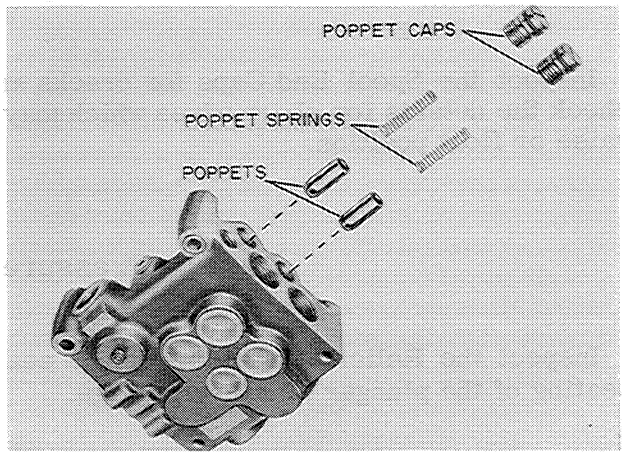

Figure D-25
2. Figure D-25, shows the order in which the drop check valves are assembled in the control valve body.